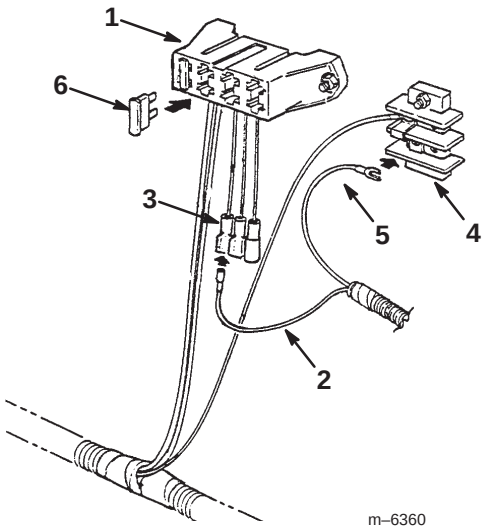

**Figure 4**
**6.** Connect the black wire to the ground terminal block (Fig. 4).
**15.** Install the 30 amp fuse into the fuse block position where you connected the red wire (Fig. 4).
**10.** Install the 30 amp fuse into the fuse block position where you connected the red wire (Fig. 4).